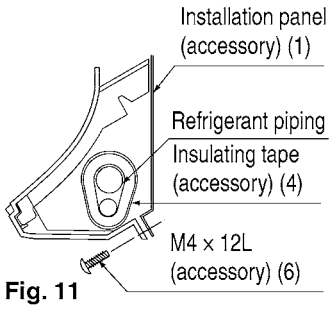

Fig. 11
- Secure the indoor unit to the installation panel (1) with the securing screws (6). **(Refer to Fig. 11)**